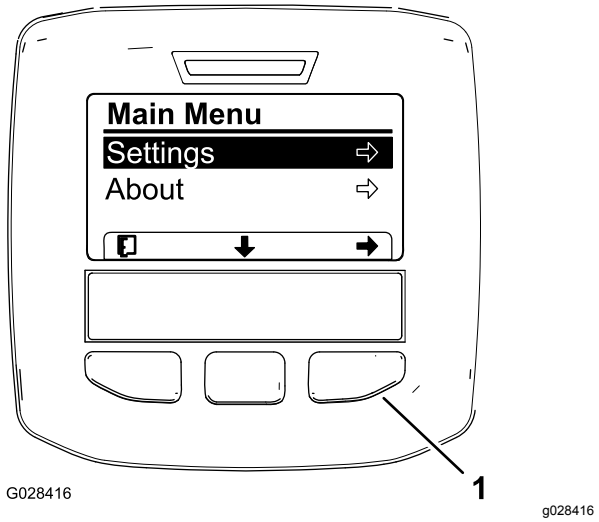
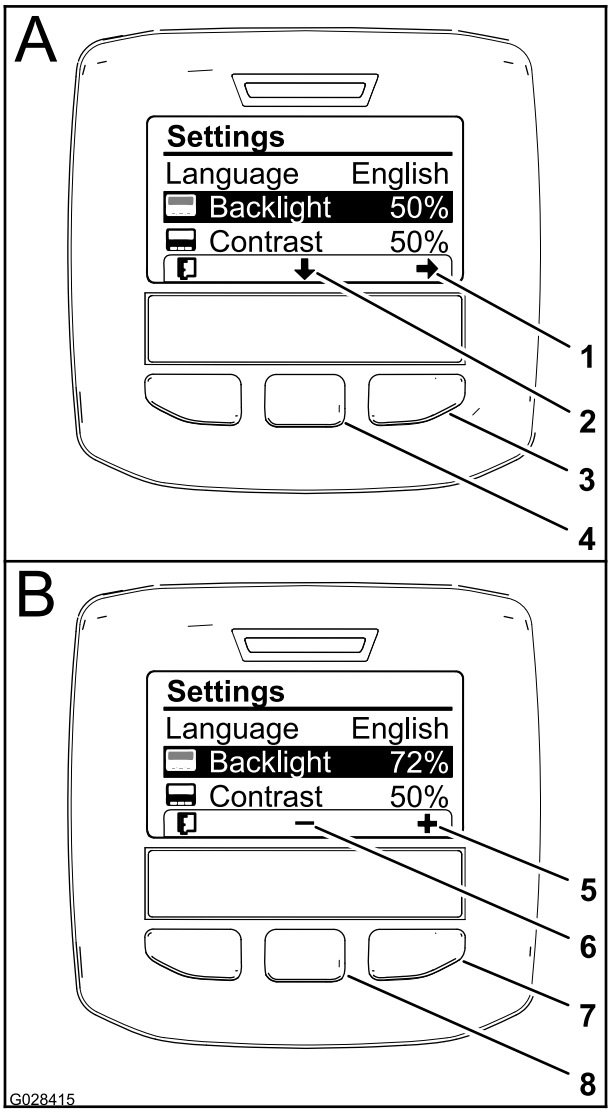

**Figur 62**
**Figur 64**
3. Trykk på den midtre valgknappen for å åpne hovedmenyen (Figur 62).
5. Trykk på venstre valgknapp for å lagre valget/valgene, avslutte innstillingsmenyen og gå tilbake til hovedmenyen (Figur 62).
2. Trykk på den midtre valgknappen (knappen under pil ned-ikonet på skjermen) for velge Lysstyrke-alternativet og endre skjermlysstyrken (Figur 64).
3. Trykk på den høyre valgknappen for å vise verdijusteringskonteksten (Figur 64).
4. Bruk den midtre og den høyre valgknappen til å velge lysstyrkenivået på skjermen (Figur 64).
5. Trykk på venstre valgknapp (knappen under listeikonet på skjermen) for å lagre valget, avslutte lysstyrkemenyen og gå tilbake til innstillingsmenyen (Figur 64).
6. Trykk på den midtre valgknappen (knappen under pil ned-ikonet på skjermen) for velge Kontrast-alternativet og endre kontrastnivået på skjermen (Figur 64).
7. Trykk på den høyre valgknappen for å vise verdijusteringskonteksten (Figur 64).
8. Trykk på venstre valgknapp (knappen under listeikonet på skjermen) for å lagre valget, avslutte kontrastmenyen og gå tilbake til innstillingsmenyen (Figur 64).
9. Trykk på venstre valgknapp for å avslutte innstillingsmenyen og gå tilbake til hovedmenyen (Figur 62 og Figur 64).
10. Trykk på venstre valgknapp for å gå tilbake til hovedmenyen (Figur 64).